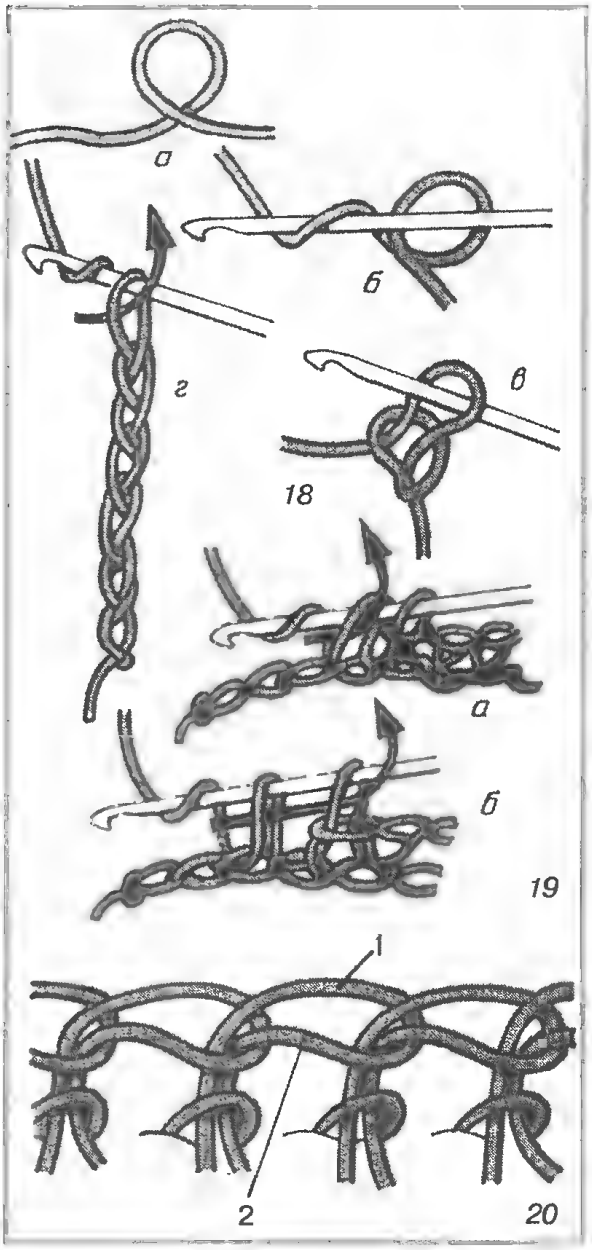

Рис. 18, 19, 20
**Столбики без накида.** Работа крючком обычно начинается с цепочки из воздушных петель. На рисунке 18 показано, как начинать вязание. Крючок держите так же, как ручку или карандаш. Зажав в левой руке между большим и указательным пальцами кончик шнура, сложенный в колечко, введите туда крючок, зацепите нить, протащите ее в колечко и затяните (рис. 18, *а*, *б*, *в*). Получилась первая воздушная петля. Не вынимая крючок из петли, снова захватите шнур и протащите его в петлю. Таким способом продолжайте вязать цепочку (рис. 18, *г*).